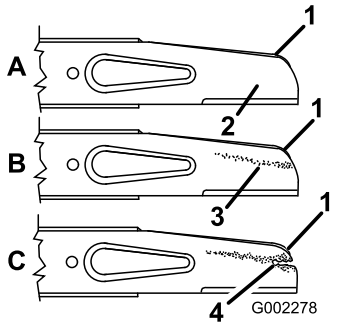

Rysunek 26
8. Palcami nanieś nieco oleju na uszczelkę filtra (rys. 26).
2. Zdejmij nakrętki ostrza, przyspieszacz i ostrze (Rysunek 26).